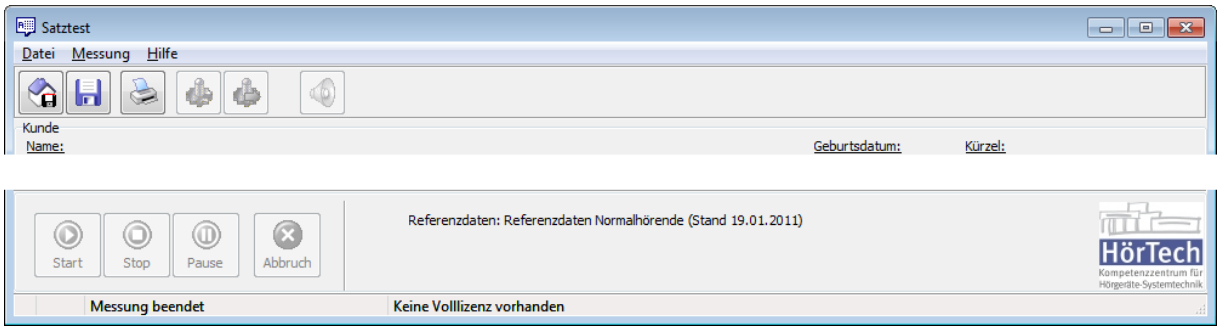

Abbildung 15: Messdialog ohne Lizenz
**Achtung:** Falls Sie die „Oldenburger Messprogramme“ ohne Lizenz aufrufen (z.B. auf einem Arbeitsplatz ohne Audiometer, der nur zur Ansicht verwendet wird), dann wird dies in der Statuszeile unten angezeigt, und die Funktionen für das Ändern der Einstellungen und die Durchführung der Messung stehen nicht zur Verfügung (Abbildung 15).